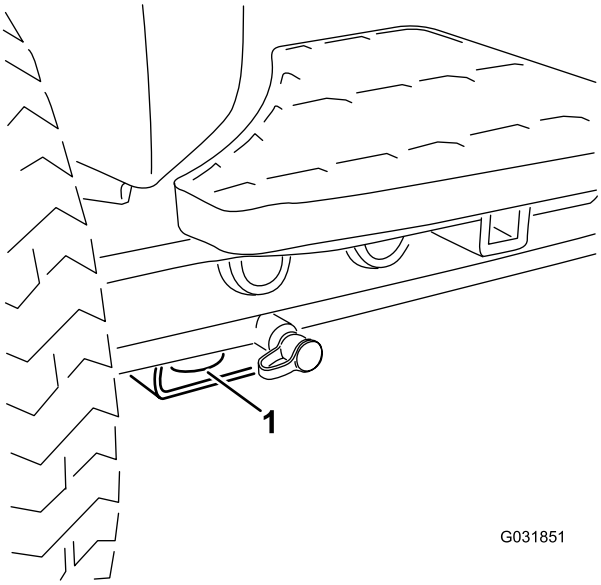

Figur 41
- Fram – hål i det fyrkantiga belägget under axelröret inuti båda framdäcken (Figur 41).